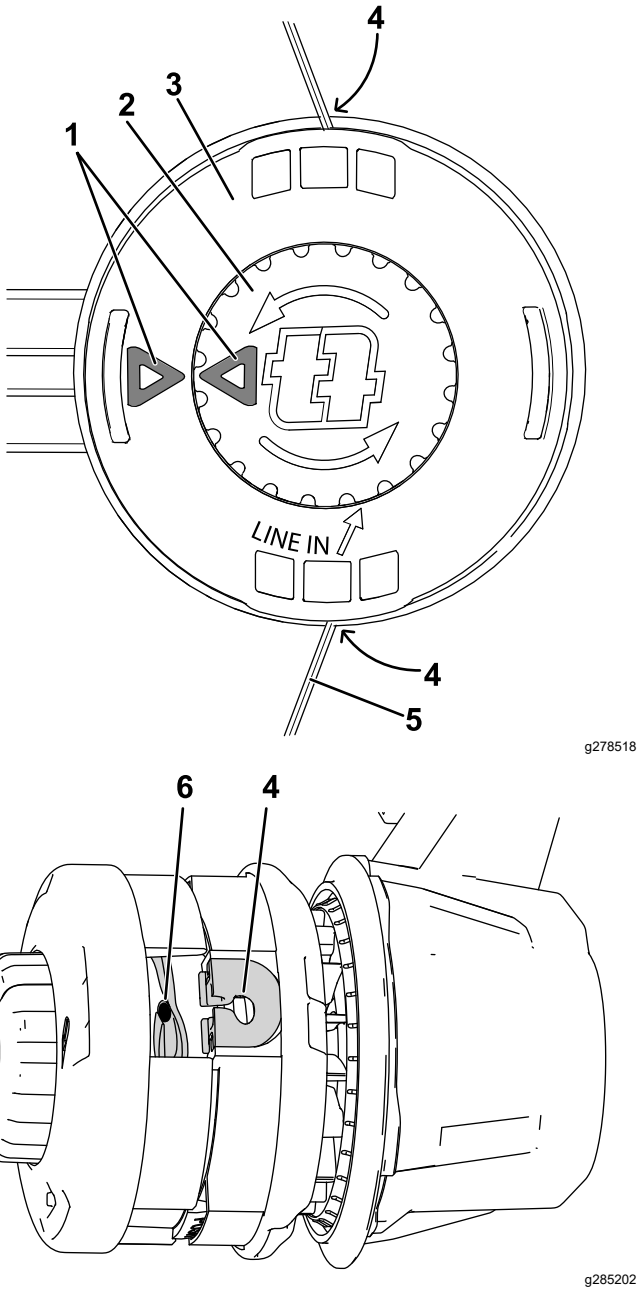

Figuur 13
4. Druk de knop op de kop in en verdraai deze tot de pijl op de knop is uitgelijnd met de pijl op de draadkop (Figuur 13).